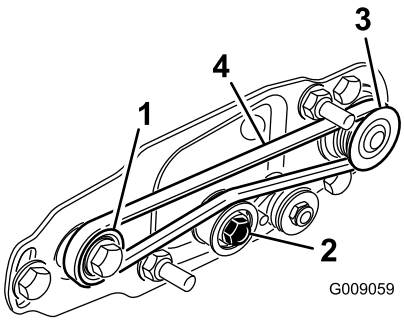

Figur 16
- Legg remmen rundt den **drevne** remskiven og så over toppen av lederullen (Figur 16).
- Start remmen på **driv**remskiven (Figur 16).